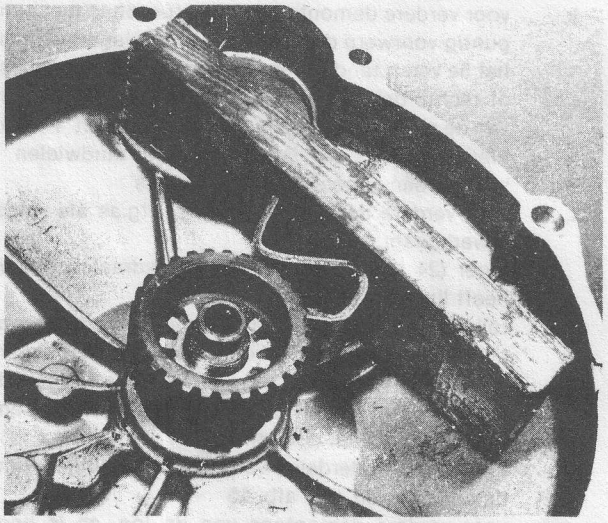
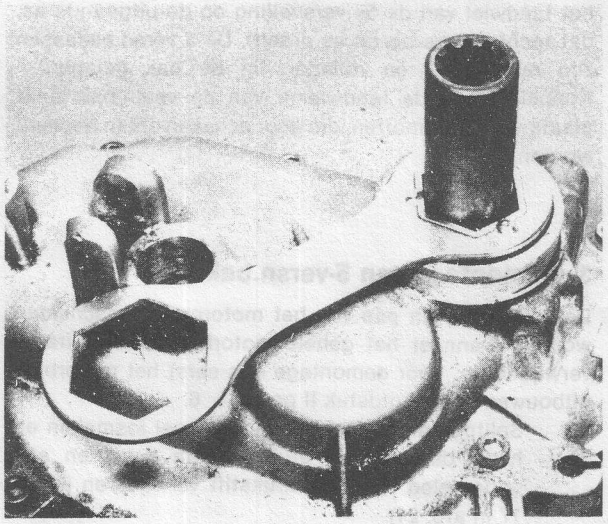
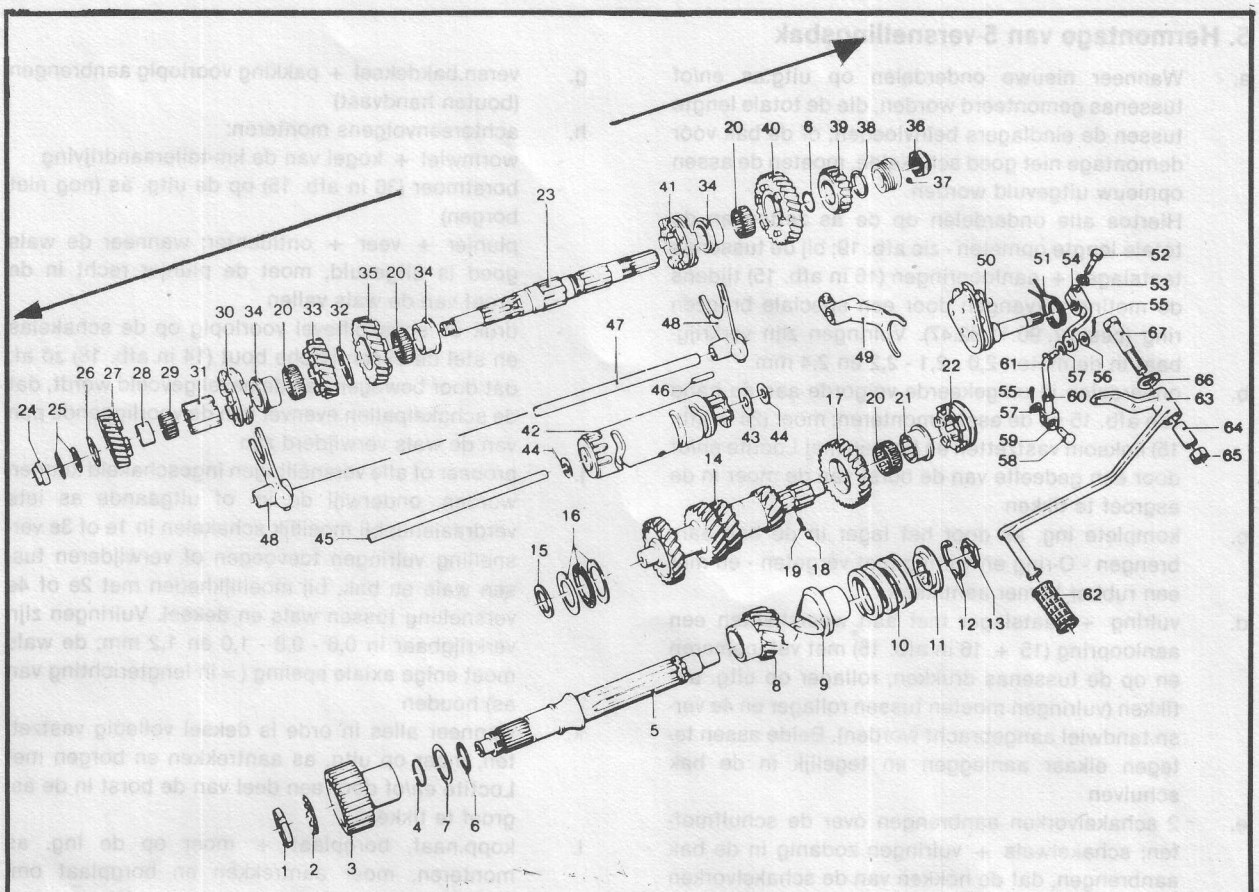
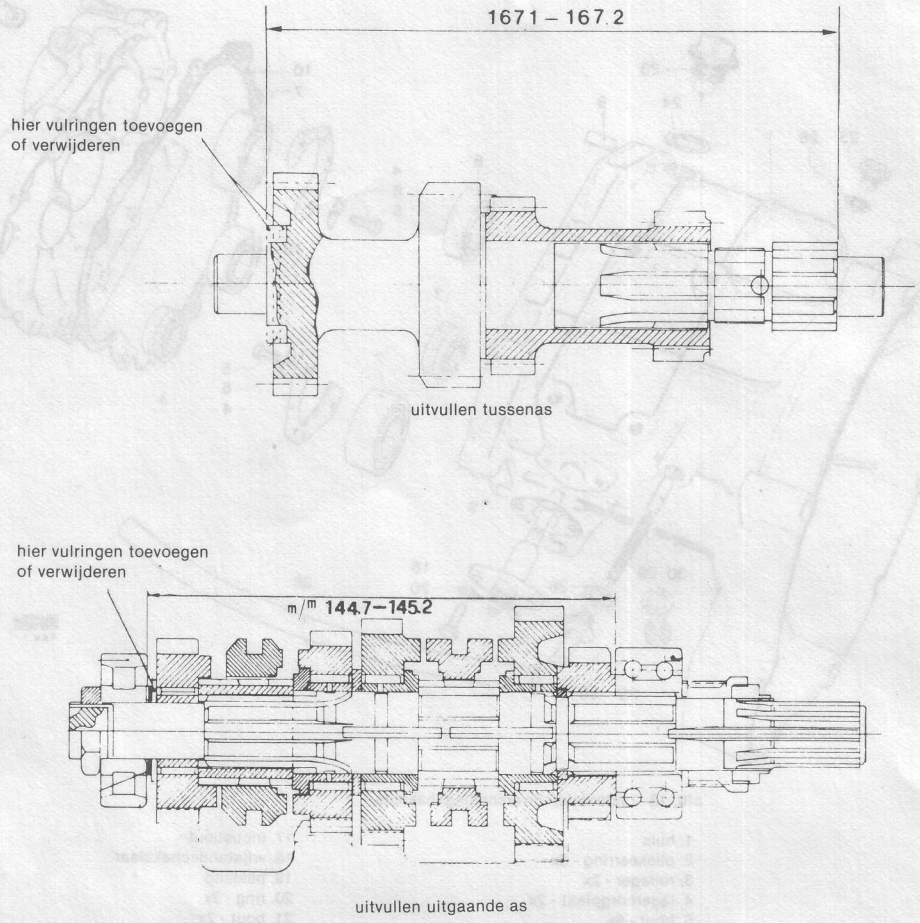

afb. 16
afb. 17
afb. 15 - onderdelen 5-versnellingsbak
afb. 19
c. schroefring (5 in afb. 15) losdraaien met spec. gereedschap 37, kopp.naaf blokkeren met spec. gereedsch. 36. Zonodig 37 fabriceren uit een stuk dikwandige pijp en blokkeren met een stuk bandijzer en een blok hout (zie bv. afb. 16)
f. moer (36 in afb. 15) losdraaien; as blokkeren mbv spec. gereedsch. 34 + 35 of door de kopp.bus van uitgaande as en cardanas op de uitg. as te schuiven en deze met een ketting o.i.d. vast te houden (zie afb. 17). Wormwiel + stalen kogel van km-telleraandrijving verwijderen
i. schakelwals iets opzij drukken en voorste schakelvork + schuifmof (22 + 49 in afb. 15) verwijderen. Vervolgens verwijderen:
- taatsnaaldlager met ring en aanloopringen (15 + 16 in afb. 15)
- moer (24 in afb. 15) **rechtsom** losdraaien (moer heeft linkse draad)
- resterende onderdelen volgens pijlrichtingen van de as schuiven - zie afb. 15
Hiertoe alle onderdelen op de as zetten en de totale lengte opmeten - zie afb. 19; bij de tussenas taatslager + aanloopringen (16 in afb. 15) tijdens de meting vervangen door een speciale bronzen ring (best.nr. 90.11.82.47). Vulringen zijn verkrijgbaar in de maten 2,0 - 2,1 - 2,2 en 2,4 mm
b. onderdelen in omgekeerde volgorde aan de hand van afb. 15 op de assen monteren; moer (24 in afb. 15) linksom vastzetten en borgen met Loctite en/of door een gedeelte van de borst van de moer in de asgroef te tikken
d. vulring + taatslager met aan weerskanten een aanloopring (15 + 16 in afb. 15) met vet insmeren en op de tussenas drukken; rollager op uitg. as tikken (vulringen moeten tussen rollager en 4e versn.tandwiel aangebracht worden). Beide assen tetegen elkaar aanleggen en tegelijk in de bak schuiven
- borstmoer (36 in afb. 15) op de uitg. as (nog niet borgen)